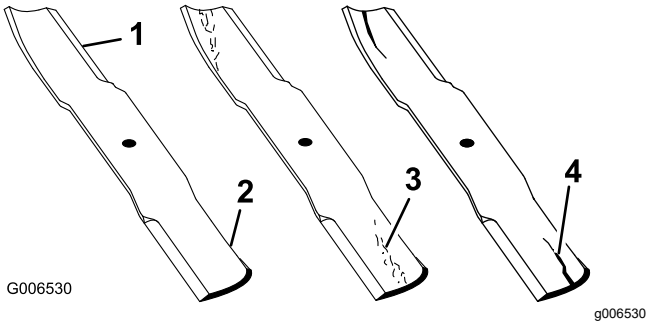

Figur 28
1. Undersøk kniveggene (Figur 28).
4. Hvis du finner sprekker, slitasje eller ser at det begynner å dannes spor i denne delen av kniven, må den skiftes ut øyeblikkelig (Figur 28).